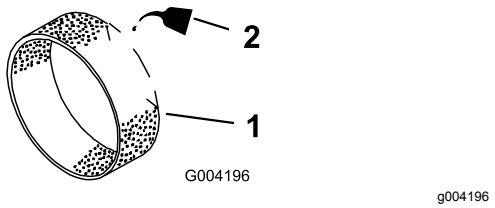

Figuur 45
3. Giet 30 tot 60 ml olie op het voorfilter (Figuur 45).